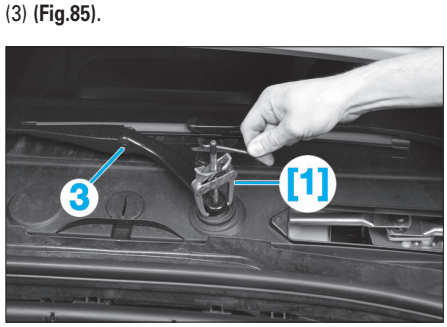

Fig. 85
- [1] Extracteur universelle pour les bras s'essuie-vitre **(Fig.85)**.
• A l'aide l'outil [1], extraire les bras d'essuie-vitre (3) **(Fig.85)**.